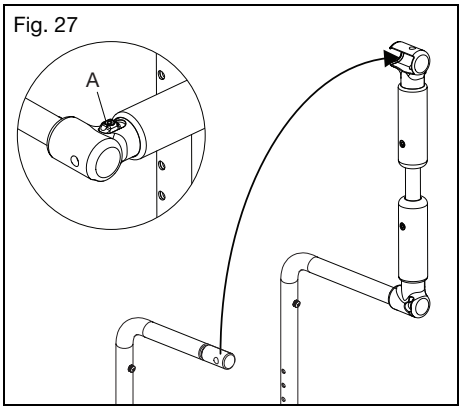

Fig. 27
1. Push the release button (Fig. 27:A) and lift the handle upwards.